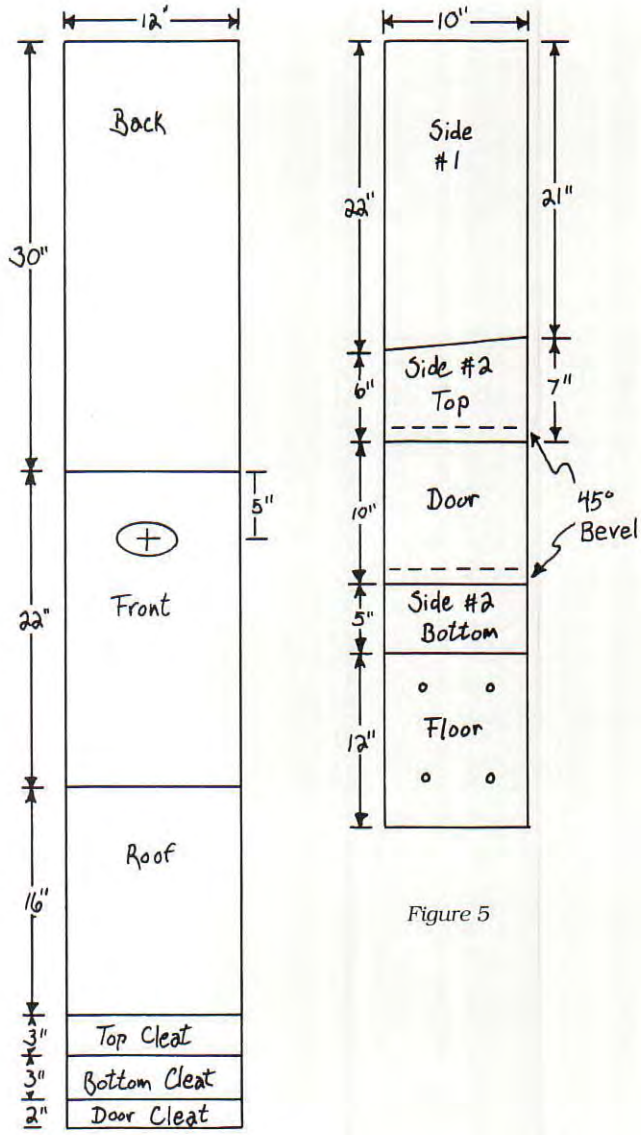

Figure 5
1. Cut the lumber according to specifications in (figures 5 and 6). Make sure that door is bevelled at 45 degrees.